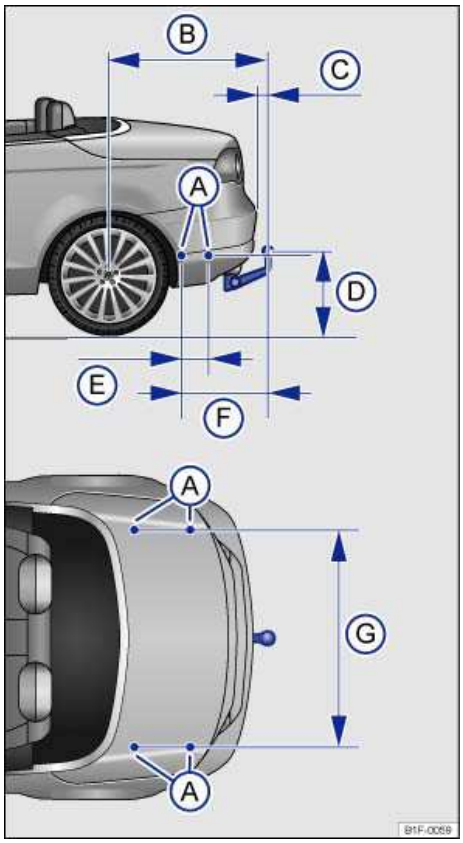

Fig. 103 Dimensions and attachment points for retrofitting a trailer hitch.
⇒ fig. 103 (D) be less than the specified minimum. This minimum height must be present even when the vehicle is fully loaded and subject to the maximum tongue weight.
Distance dimensions ⇒ fig. 103: